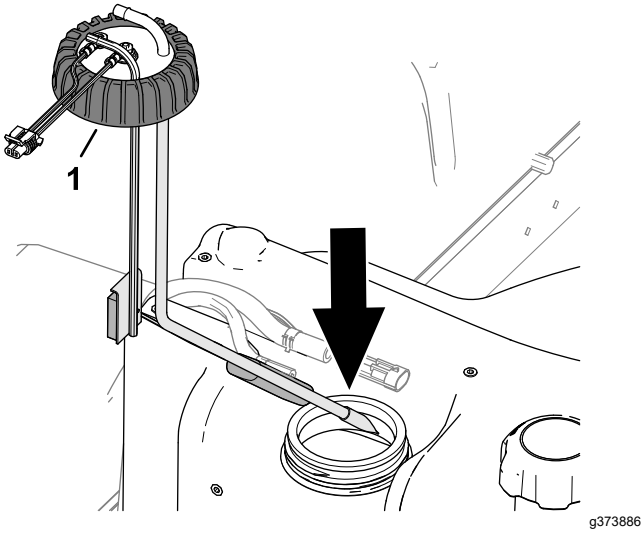

Рисунок 123
2. Осторожно установите топливозаборную трубу и поплавок в топливный бак (Рисунок 123).